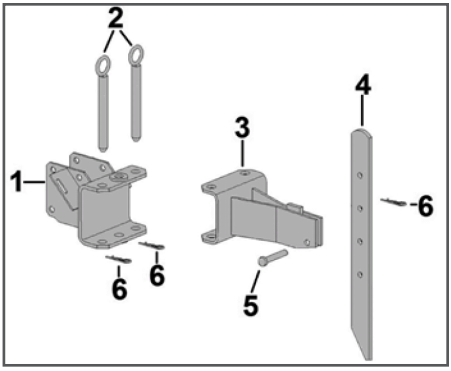

Рис. 5 Установка сошника
8. Установите в кронштейн 1 рамы мотоблока кронштейн сошника 3 (Рис. 5). Совместите отверстия в кронштейнах сошника и рамы и вставьте пальцы 2. Зафиксируйте пальцы 2 шплинтами 6 (Рис. 5).
9. Установите сошник 4 в кронштейн сошника 3 (Рис. 5). Вставьте сошник между пластинами кронштейна, совместите нужное отверстие в сошнике с отверстием в кронштейне и вставьте палец 5 крепления сошника (Рис. 5). Зафиксируйте палец шплинтом 6 (Рис. 5).